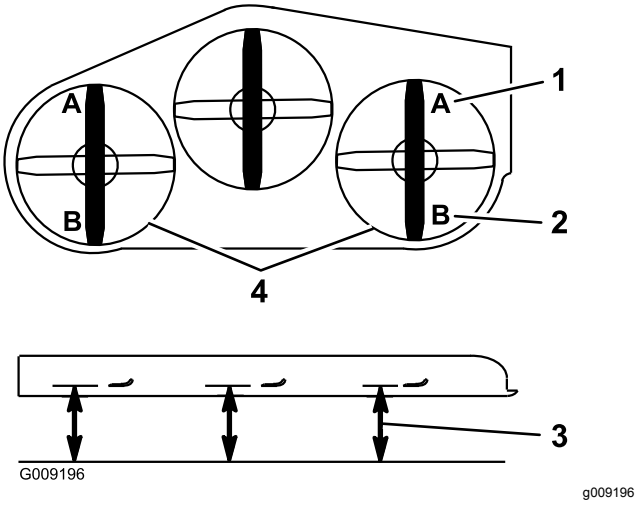

Figur 107
9. Mål fra den plane overflade til skæreknivens forreste spids (position A) på begge sider af skjoldet som vist i (Figur 107).
15. Mål fra den plane overflade til skæreknivens bageste spids på begge sider af skjoldet (position B) som vist i Figur 107.